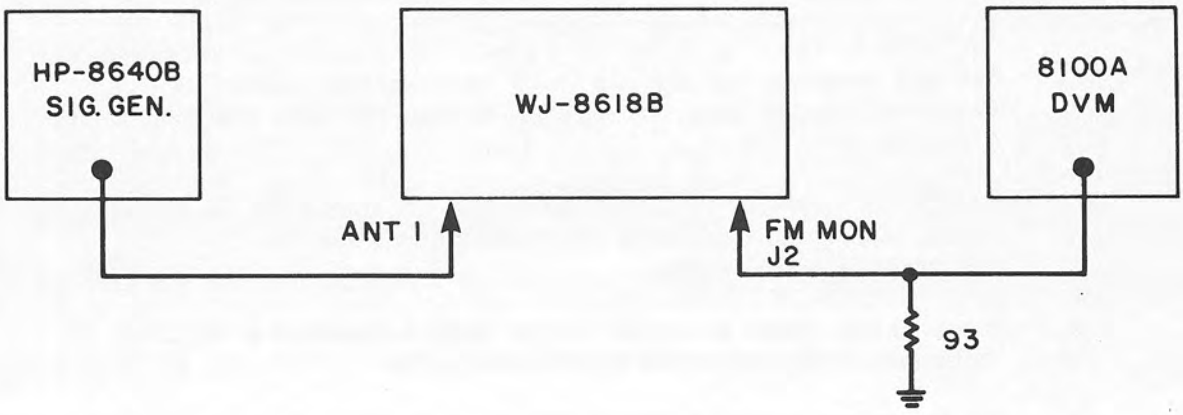

Figure 4-2. FM Demodulator Performance Test, Equipment Connections
1. Connect the test equipment as illustrated in **Figure 4-2.**